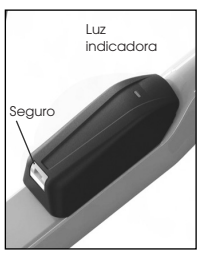
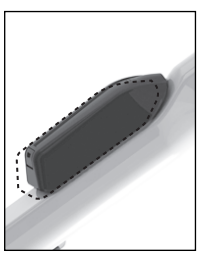
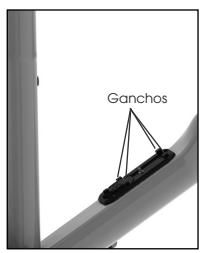

FIGURA 2
FIGURA 3
FIGURA 5
1. Empuja y mantén sostenido el seguro (Figura 2) mientras deslizas el paquete de batería a lo largo del tubo inferior (Figura 3) alrededor de 5 mm (1/8").
2. Pon el paquete de batería plano sobre la plataforma en posición para su instalación (Figura 3) de modo que los ganchos (Figura 5) estén alineados para enganchar.
La plataforma está ubicada en el tubo inferior del cuadro, cerca de la biela (Figura 5). Cuando el paquete de batería es quitado de la bicicleta, utiliza la cubierta de la plataforma para proteger los contactos eléctricos de la plataforma (Figura 6).
Si el paquete de batería (Figura 2) está incluido en tu bicicleta, la plataforma está debajo del paquete de batería.